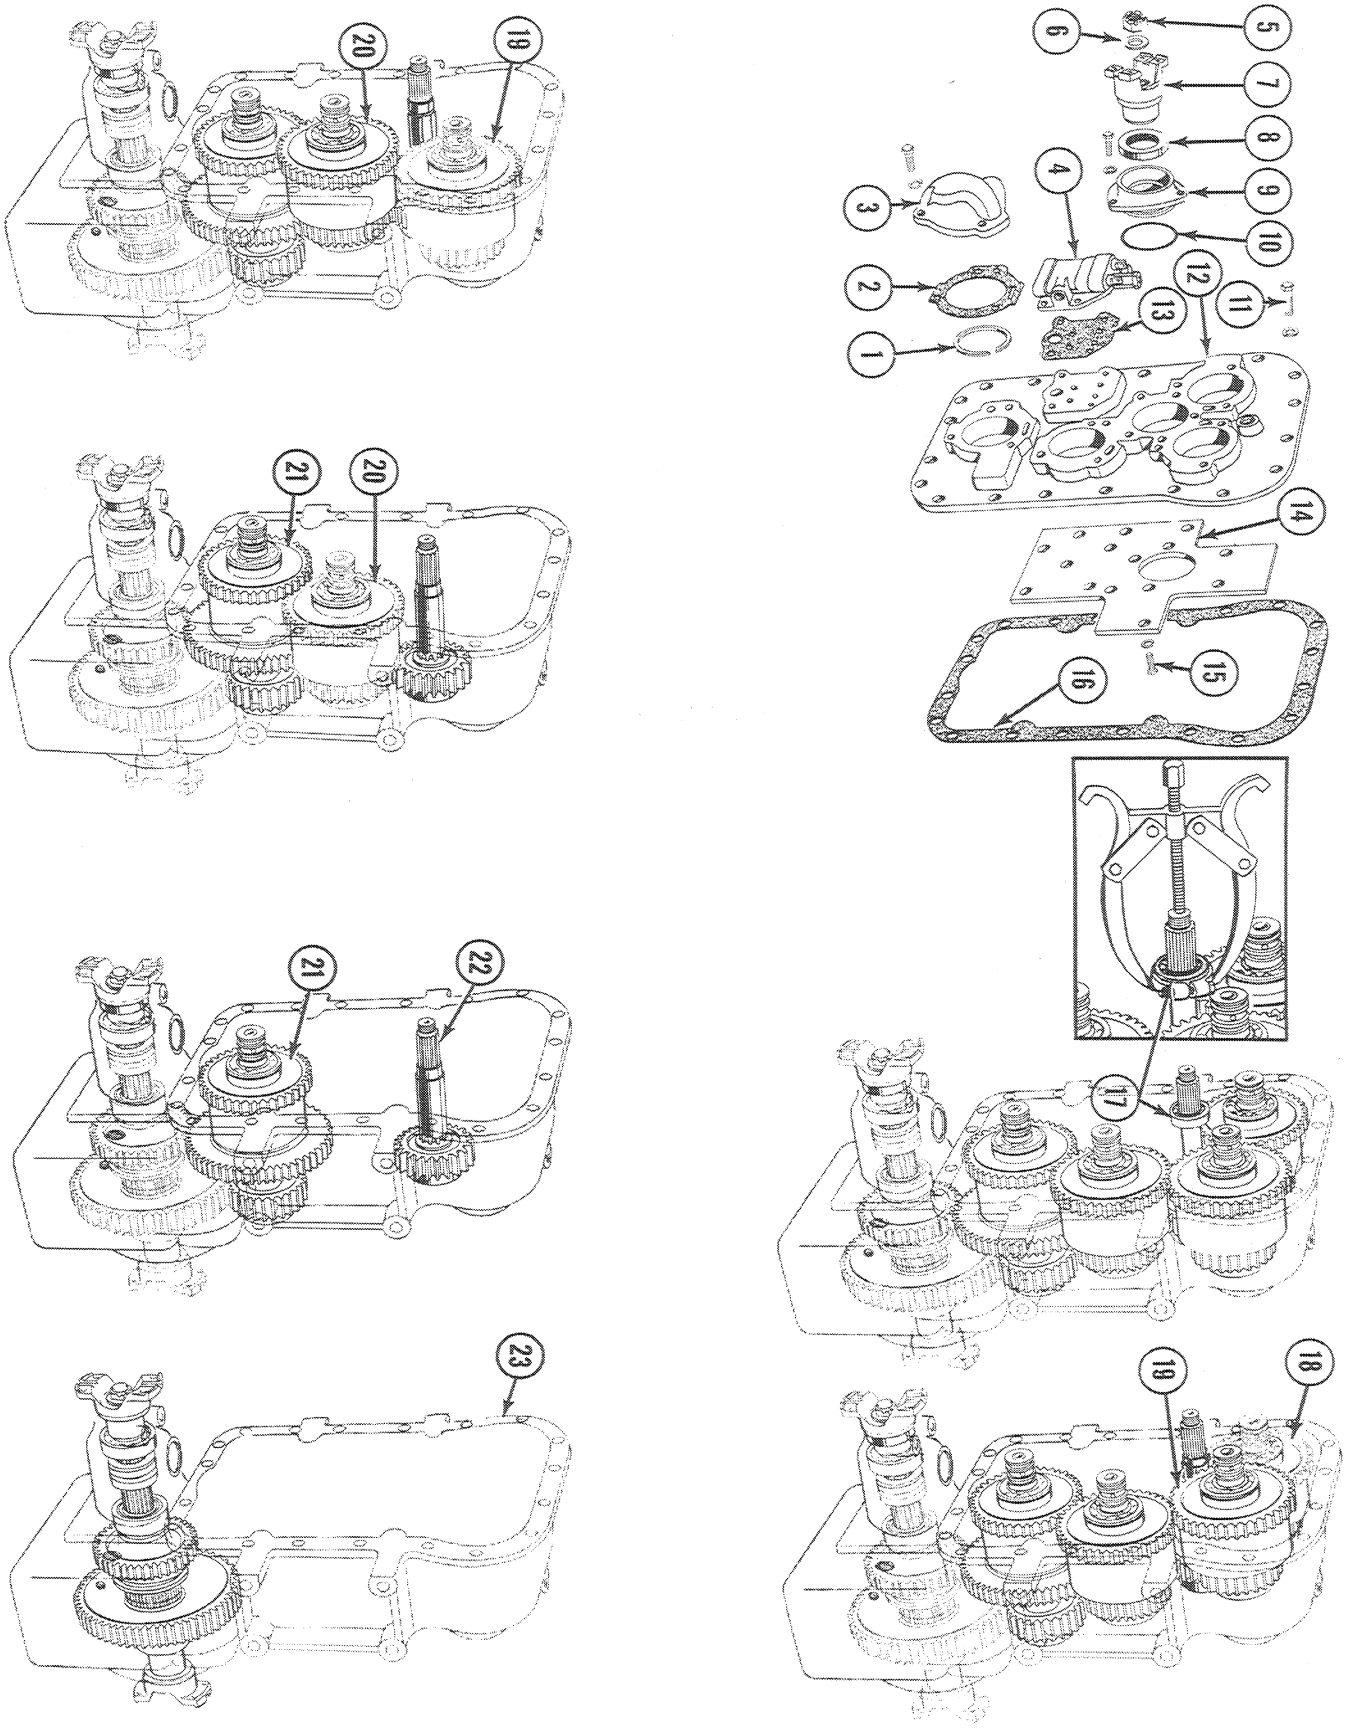

Figure Y-11
(Refer to Figure Y-11)
A. Install input shaft assembly (22) into the transmission case (23) center bore.
B. Install the high range clutch assembly (21) into the lower bore in the transmission case.
C. Pull the high range clutch (21) out 5/8" and install the low range clutch (20). Tap the high range clutch (21) back down.
D. Pull the low range clutch (20) out 5/8" and install the forward clutch (19). Tap the low range clutch (20) back down.
E. Pull the forward clutch (19) out 5/8" and install the reverse clutch (18). Tap the forward clutch (19) back down.
F. Install the input shaft outer bearing (17) with the bearing locating ring toward the transmission cover (12).
G. Install the oil circuit plate (14) on the transmission cover (12). Torque the circuit plate mounting bolts (15) to 30 - 35 foot pounds.
H. Install the transmission cover gasket (16) and cover. Tighten the cover capscrews (11) evenly to 50 - 55 foot pounds.
I. Install the bearing retainer snap rings (1).
J. Install bearing cap gasket (2), "O" ring and cap (3) on each clutch shaft. Torque bearing capscrews to 30 - 35 foot pounds.
K. Press a new oil seal (8) into the input shaft bearing cap (9). NOTE: Lip of seal must face inward and seal must be pressed in 5/16" below face of flange, see inset, Figure Y-11. Install the bearing cap and tighten the capscrews to 50 - 55 foot pounds.
L. Install the input flange (7), "O" ring, washer (6), nut (5) and cotter pin.